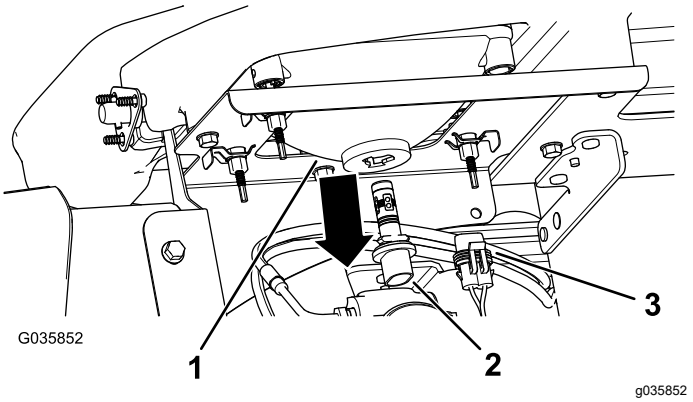

Figur 44
3. Frakobl det elektriske stik til ledningsnettet fra stikket på lampesamlingen bag på forlygtehuset (Figur 44).
4. Drej lampesamling ¼ gang mod uret, og træk den med en bagudgående bevægelse ud af forlygtehuset (Figur 44).
5. Sæt den nye lampesamling og forlygtehuset i, og ret tapperne i lampesamling ind efter hullerne i forlygtehuset (Figur 44).
6. Fastgør lampesamlingen ved at dreje den ¼ omgang med uret (Figur 44).
7. Tilslut det elektriske stik til ledningsnettet til stikket på den nye lampesamling (Figur 44).